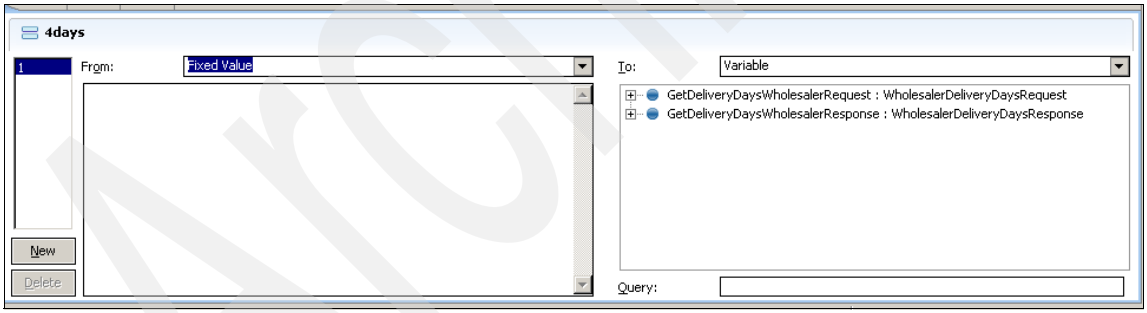

Figure A-57 Assigning fixed values to the variables
27. In the Detail tab of the Assign activity, from the From list box, select **Fixed Value**, and from the To list box, select **Variable** (Figure A-57).